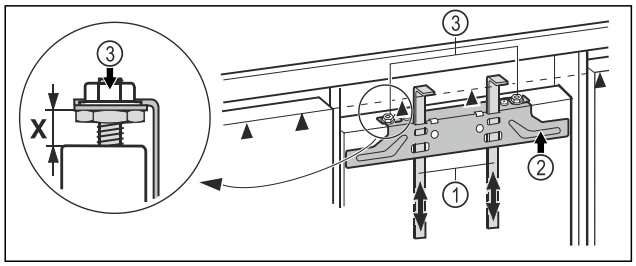

Fig. 20
▶ Montagehilfen *Fig. 20 (1)* auf Möbeltürhöhe hochschieben. Untere Anschlagskante ▲ der Montagehilfe = Oberkante der zu montierenden Möbeltür.
▶ Befestigungstraverse *Fig. 20 (2)* über die Kontermuttern *Fig. 20 (3)* abschrauben.